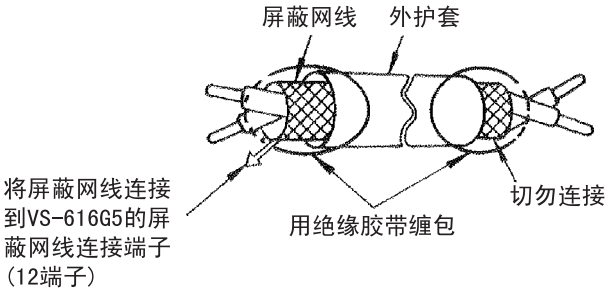

图 3.21 双股屏蔽线的末端缠包
- 为了防止干扰而引起的误动作，请使用绞合屏蔽线或双股屏蔽线。线的末端处理请参照图3.21，接线距离应小于 50m。
- 请将屏蔽网线连接到 12(G) 端子上。